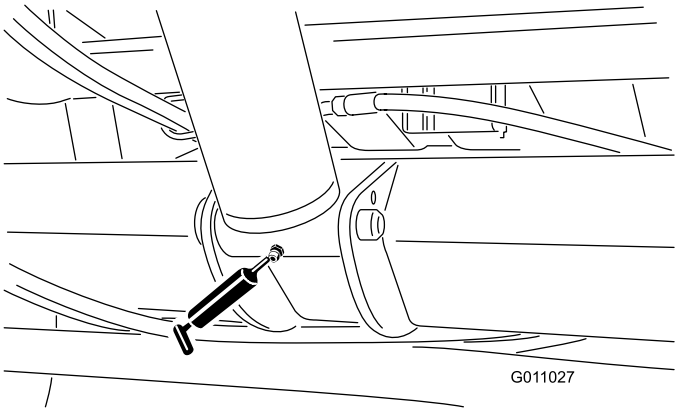

Figur 31
- Lyftcylindern (2) (Figur 31).